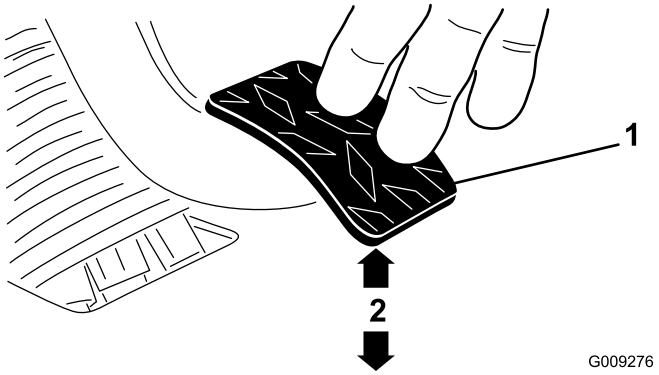

Figur 70
3. Justera kontramuttrarna eller kulleden tills den nedre bakre kanten på kopplingspedalen är 9,5 ± 0,3 cm från ovansidan av golvplattans diamantmönster när en kraft på 1,8 kg appliceras på pedalen (Figur 70).